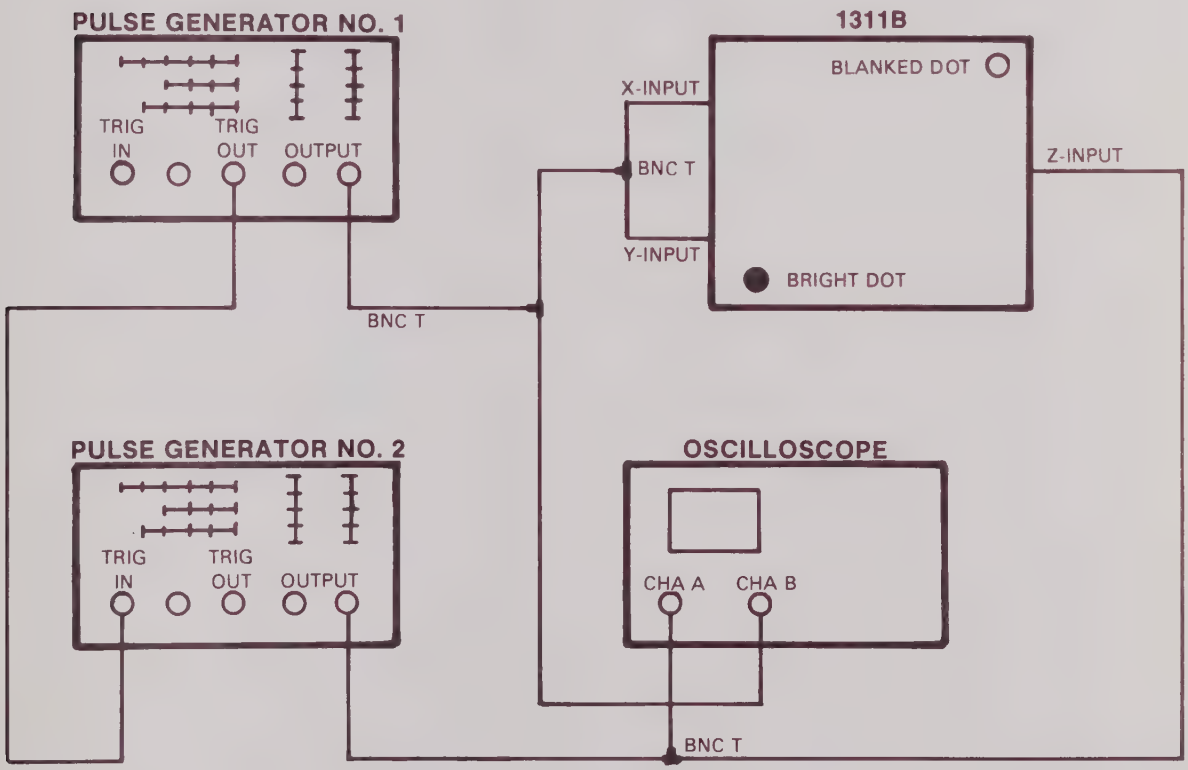

Figure 4-9. Settling Time Test Setup
b. Connect equipment as shown in figure 4-9. Do not connect Z-INPUT at this time.
f. Connect Z-INPUT and adjust pulse amplitude and offset if needed. Adjust Display INTENSITY to view one dot only. (See figure 4-9.)